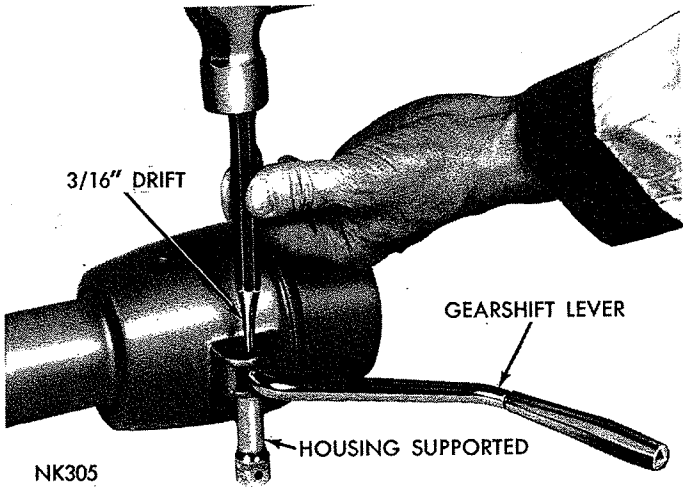

***Fig. 9—Removing or Installing Gearshift Lever***
(5) Support gearshift housing on a small socket, drive out roll pin and remove gearshift lever (Fig. 9).
(9) With gearshift housing in NEUTRAL position, insert gearshift lever. Support gearshift housing (Fig. 9) while driving shift lever roll pin into place.